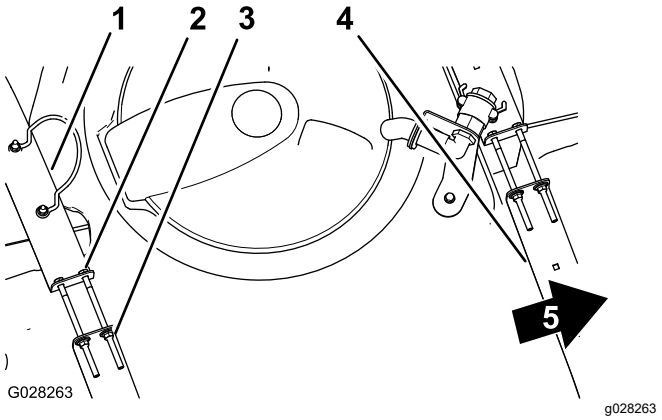

Figura 26
2. Compruebe si hay holgura entre los flejes y el depósito (Figura 26).
3. Si los flejes tienen holgura, apriete las contratuercas con arandela prensada y los pernos del extremo superior de los flejes hasta que los flejes queden apretados contra la superficie del depósito (Figura 26).